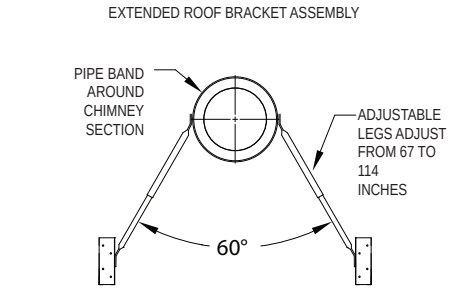

Figure 16
the chimney by setting the female end of the Cap onto the male end of the last chimney section. Secure the Cap by using (6) sheet metal screws provided. Do not push down from the top portion of the cap as this may damage the cap. Push from the lower section of the Cap if needed. The Chimney Cap can be removed for chimney cleaning as described in the Chimney Maintenance section of the instructions. Use an Extended Roof Bracket if the chimney extends more than 4 feet above the roof *(Figures 16 & 17 in the Extended Roof Bracket section)*.
2. Attach the Legs: The Adjustable Legs of the assembly will adjust from 67" to 114". Secure one end of the Legs to the Pipe Band using the nuts and bolts included (1 per Leg). Position the Adjustable Legs so they form approximately a 60° angle with the chimney, and with each other *(Figures 16 and 17)*. Be sure that there is at least 3" of overlap between the top and bottom halves of the Adjustable Leg to ensure a secure fit. In order to secure Legs in proper position, there is a hole provided in the outer leg where the outer and inner halves overlap. Use a 1/4" drill bit to drill through the inner leg at that location. Use the nut & bolt provided to pin the Adjustable Legs in position.